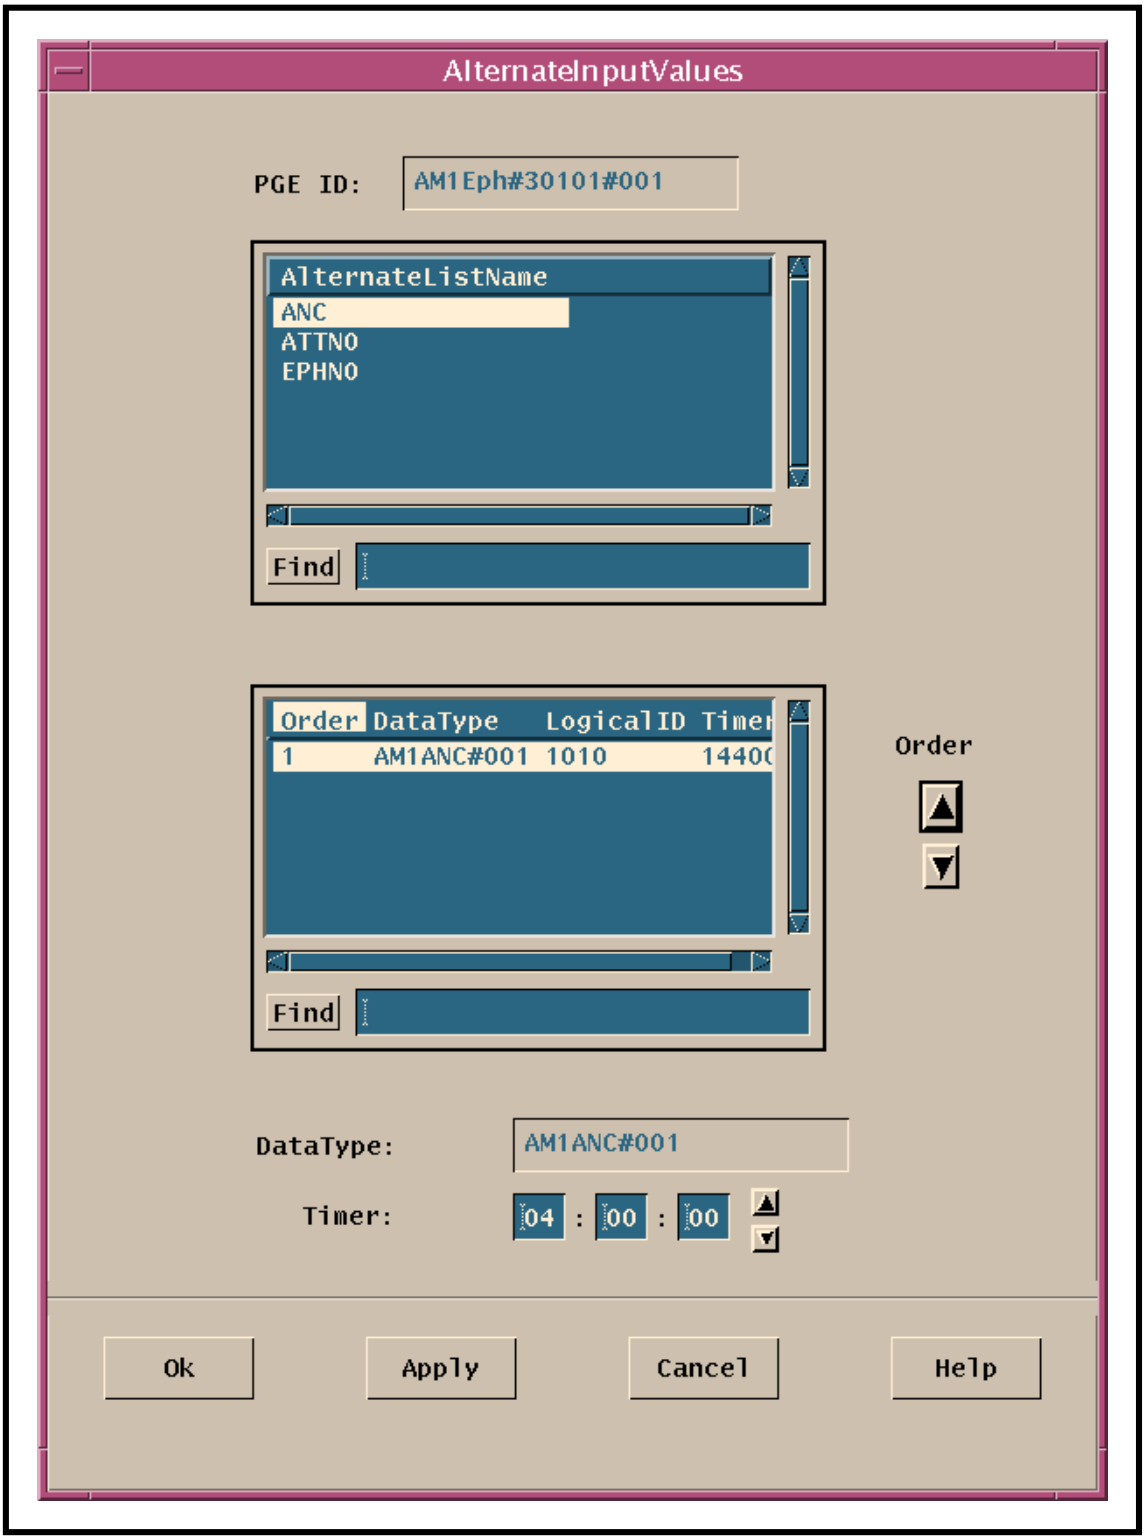

Figure 22. AlternateInputValues GUI
- The **AlternateInputValues** GUI page (Figure 22) is displayed.